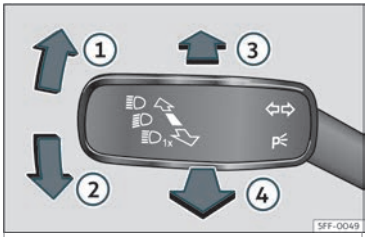

Abb. 90 Blinker- und Fernlichthebel (ausstattungsabhängig).
- Drücken Sie den Blinker- und Fernlichthebel aus der Ausgangsstellung nach vorne ››› **Abb. 90** ③. Wenn die Kontrollleuchte »
- **ODER:** Ziehen Sie bei eingeschaltetem Fernlicht den Blinker- und Fernlichthebel nach hinten››› Abb. 90 ④.